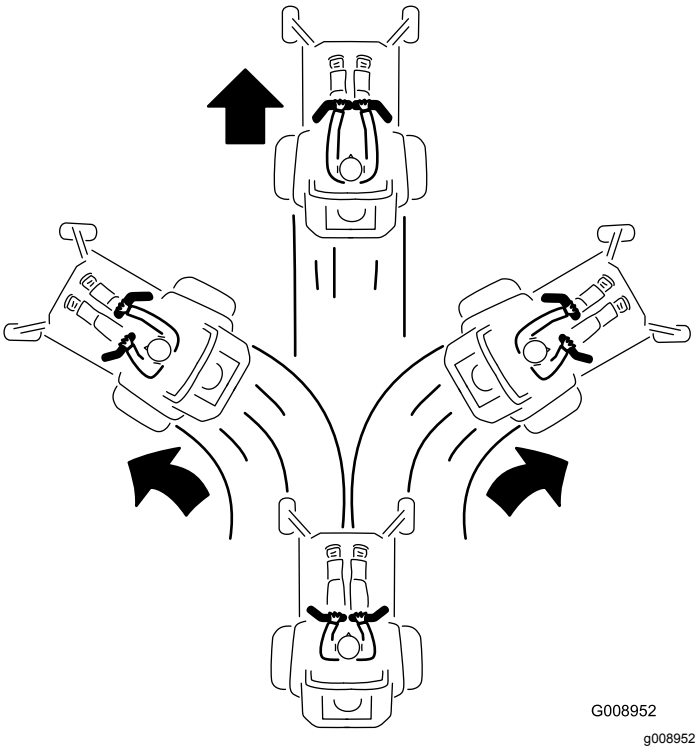

Figur 28
3. Kör framåt genom att försiktigt föra rörelsereglagespakarna framåt (Figur 28).